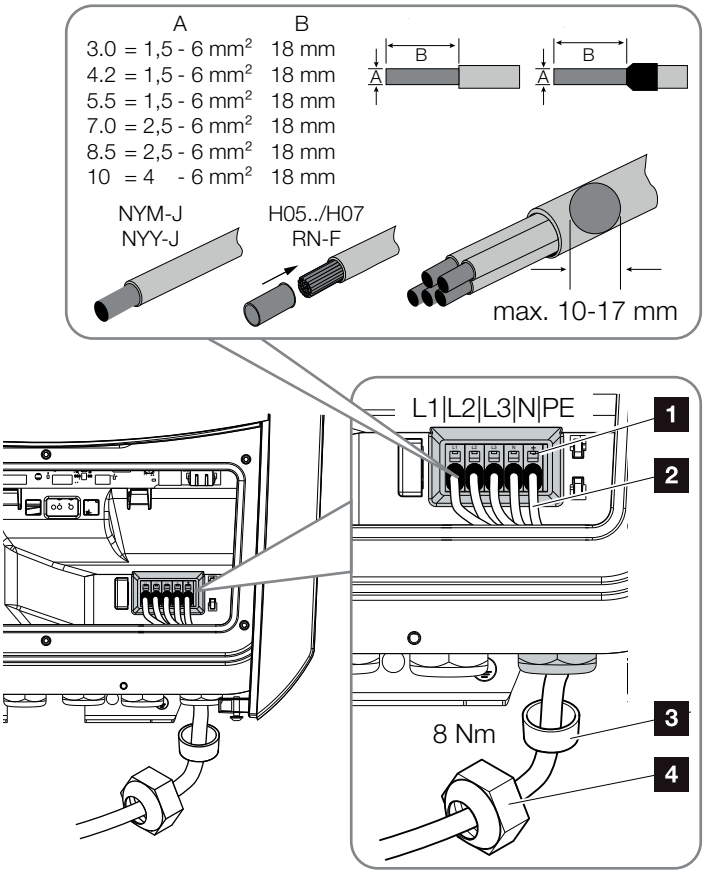

Fig. 21: Ligação do cabo de potência ao inversor
9. Ligue os fios do cabo de potência de acordo com a identificação nos bornes de ligação CA. ! **Fig. 21, pos. 1**